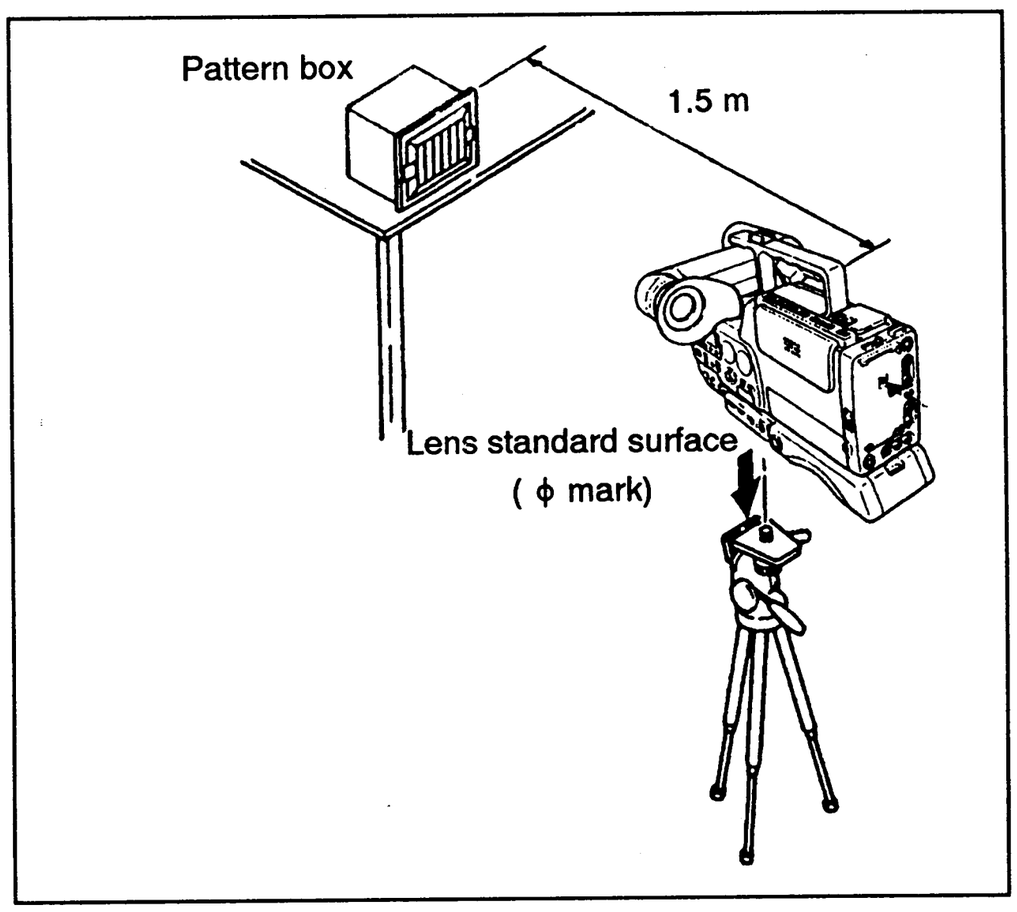

Fig. 7-2.
1) Set up the camera block as shown in Fig. 7-2.